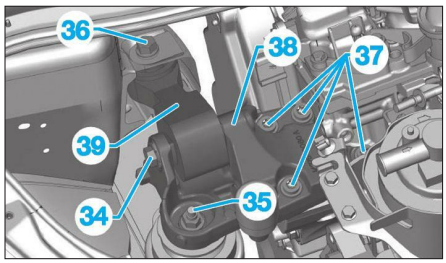

**Fig. 76**
• Desserrer la vis (34) **(Fig.76)**.
- l'écrou (35),
- les vis (36) et (37),
- les supports (38) et (39),